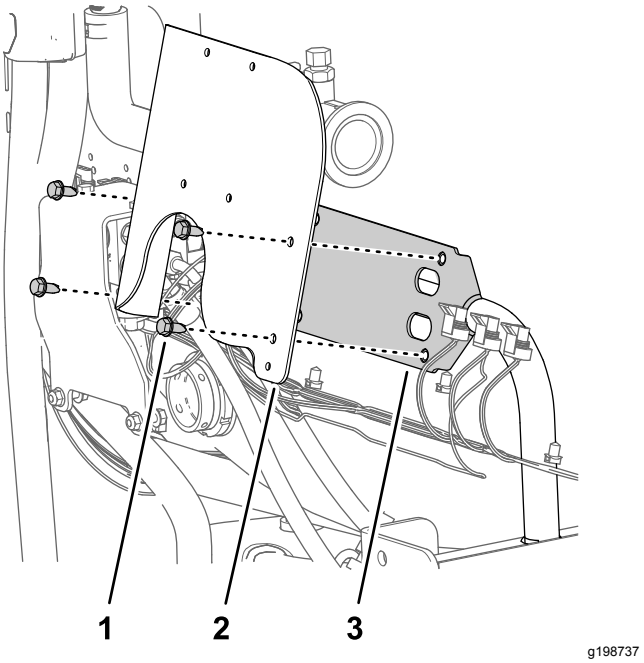

Figur 72
1. Ret hullerne i gennemstrømningsmålerens beslag ind efter hullerne i ventilbeslaget (Figur 72).